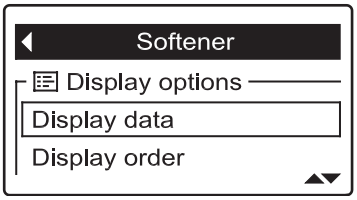

FIG. 111
3. Press the DOWN (▼) button to scroll through the menu options until **Display data** is highlighted in a box (See Figure 111).